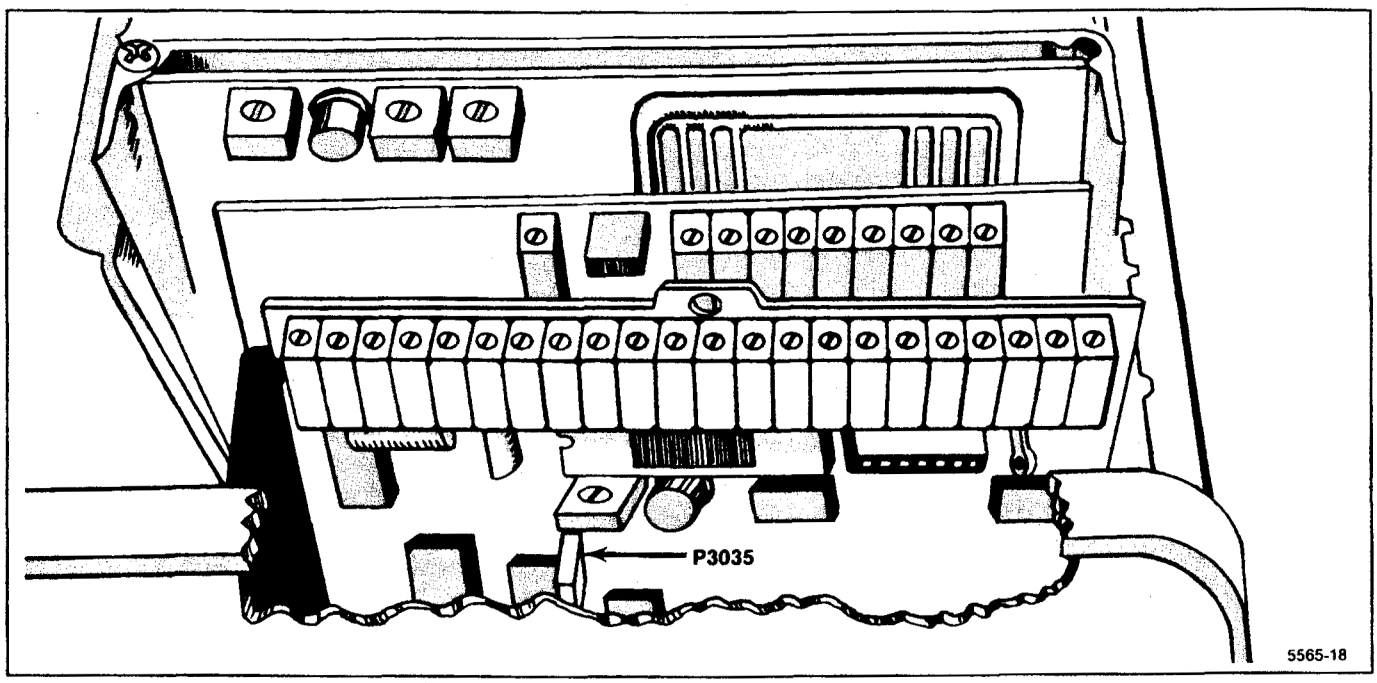

Figure 5-11. P3035 on the Video Processor board.
a. Set the Log Amplifier correction factors to zero by pressing <Blue-SHIFT> PULSE STRETCHER (DIAGNOSTIC FUNCTIONS) and selecting item 5 (DISABLE/ENABLE USE OF CAL FACTORS), then item 2 (SET RESULTS TO "UNCALED"). Remove Leveler Disable plug P3035 on the Video Processor board (Figure 5-11).